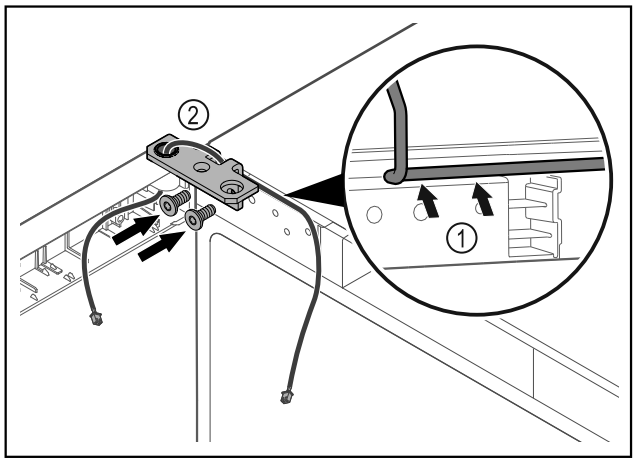

Fig. 35
▶ Dirijați cablul prin degajarea colțarului balamalei și dispuneți-l cu precauție *Fig. 35 (1)*.
▶ Înșurubați *Fig. 35 (2)* colțarul balamalei.